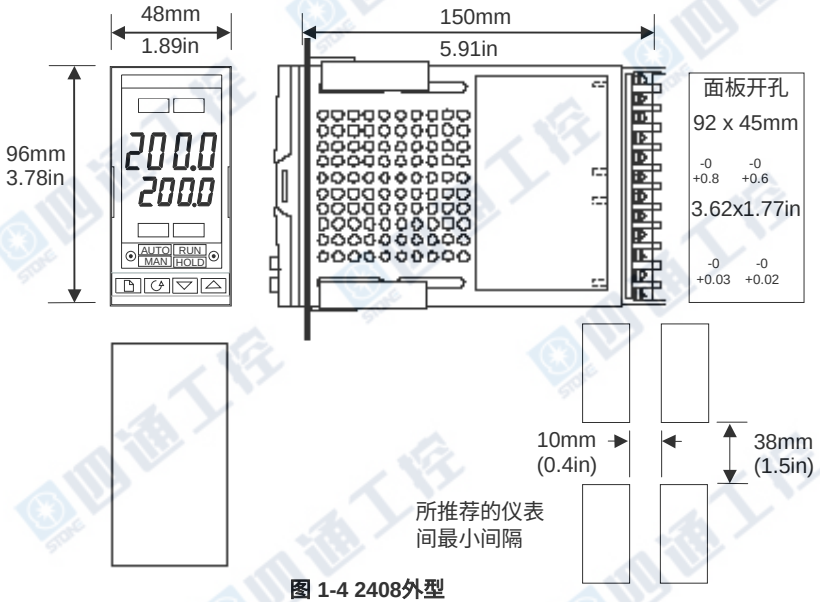

图 1-4 2408外型
1. 按照仪表的开孔尺寸在面板上开好孔，见图1-4,1-5和1-6。